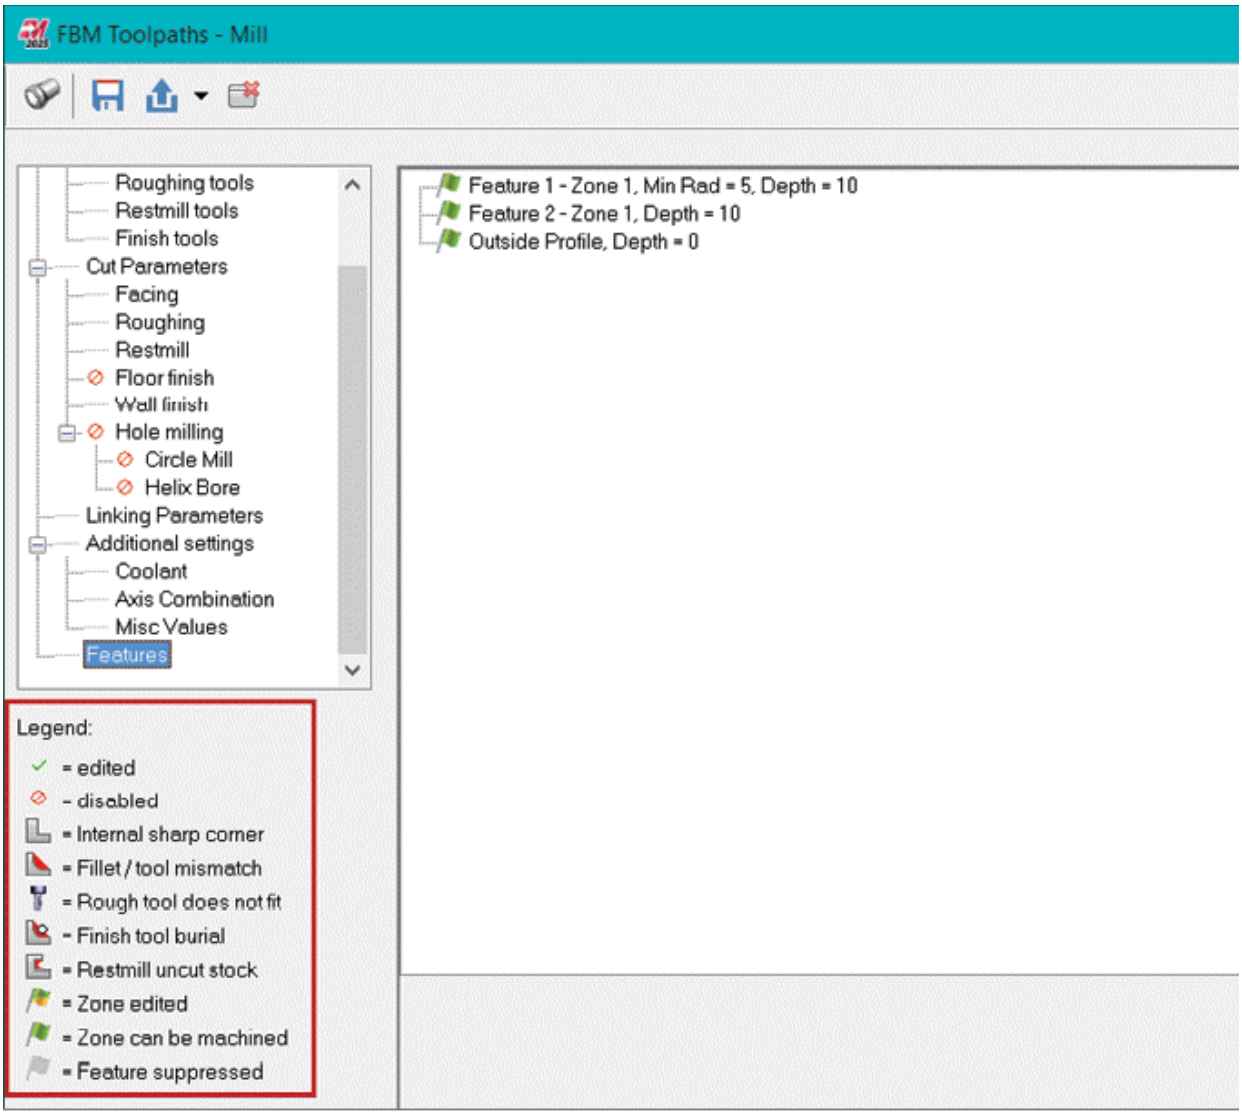

Figure-75. Options in Features page
- After setting parameters, click on the **Detect** button from the toolbar in the dialog box. Mastercam will divide different regions of part into zones based on machining and the **Features** page will be displayed; refer to Figure-75.
- Check the legends on this page to know the status of various zones to be machined. For example, in Figure-75, all the zones are green flagged which means they can be machined by FBM Mill. If there is a problem in any zone and you think that it can be machined by 2D toolpaths then modify the parameters of the dialog box and click on the **Detect** button again to verify.